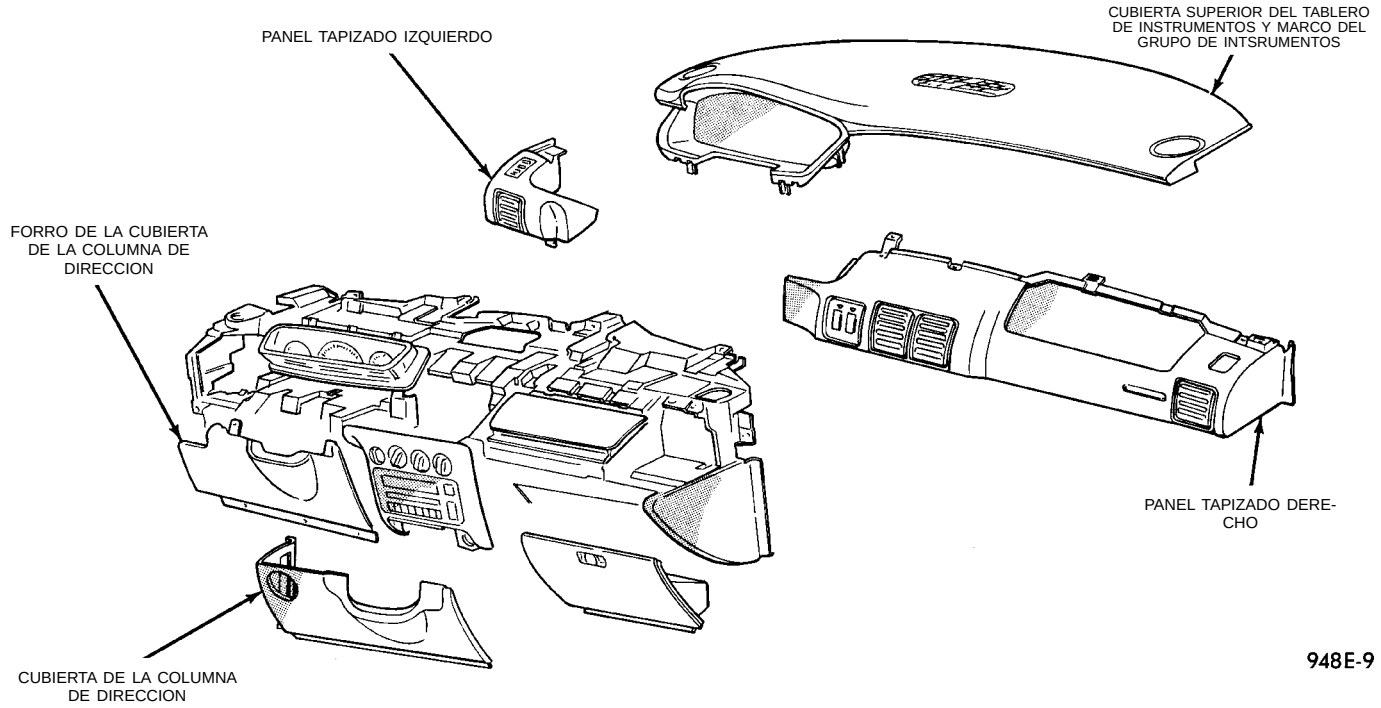

Fig. 29 Tablero de instrumentas y cubierta superior
(1) Retire los tres tornillos de fijación de la parte inferior de la cubierta y el tornillo de la cara externa izquierda de la cubierta (Fig. 29).
(2) Tome la cubierta y tire hacia atrás hasta que se desenganchen los collarines.
(1) Procure no raspar el tablero. Levante las áreas externas inferiores del marco del grupo de instrumentos y los bordes traseros de la cubierta superior para desenganchar los collarines (Fig. 29).
(2) Tire la cubierta superior y el marco del grupo de instrumentos hacia atrás hasta que los pasadores